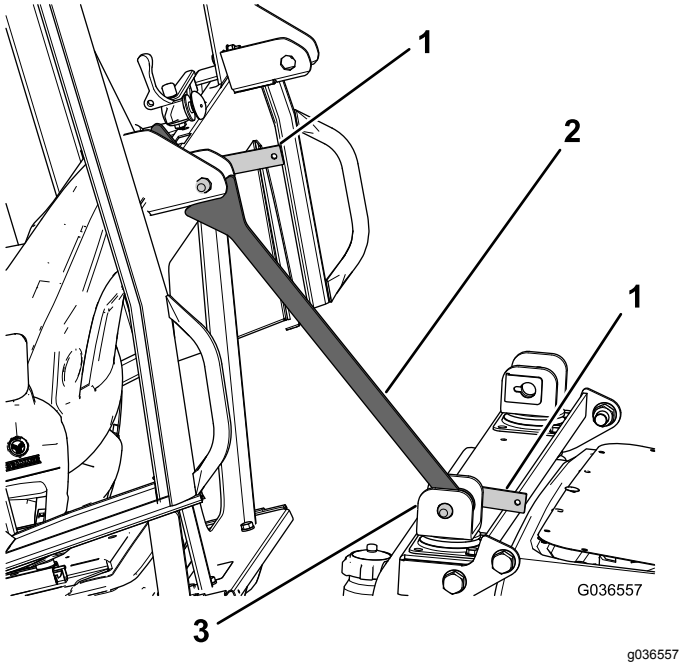

**Figura 22**
C. Assim que o suporte de segurança estiver bem fixo, o suporte da travessa tem de ser rodado na direção da cabina de forma a apoiar contra o suporte na traseira da cabina (Figura 22).
D. Insira a alavanca de bloqueio restante através do suporte superior para assegurar que o suporte de segurança fica no sítio (Figura 22).